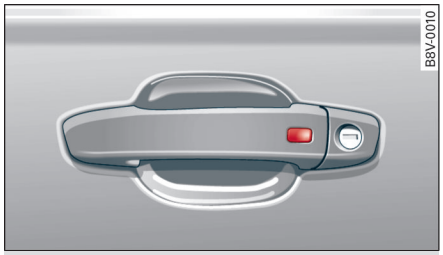

图 31 驾驶员车门：用便捷式智能钥匙将汽车上锁
- 如要给车门自动开锁，请抓住驾驶员/副驾驶员车门拉手 ⇨ *图 31*。